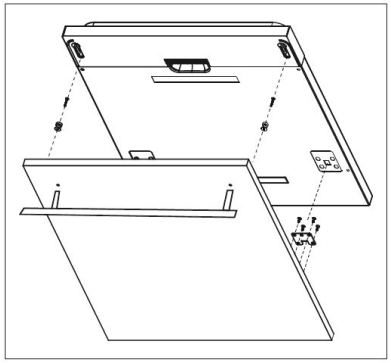

Rys. 14a
- Połóż płytę kryjącą na drzwiczki zmywarki (Rys. 14a).